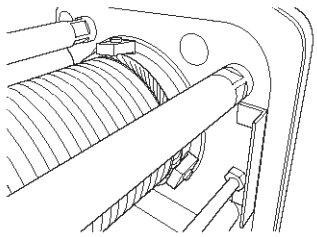

Figure 6-21
13) As shown in **Figure 6-21**, unreeve or remove the Wire Rope from the drum manually by carefully pulling the Wire Rope off the Drum. Continue to pull the Wire Rope until reaching the Wire Rope Clamps on the Drum.